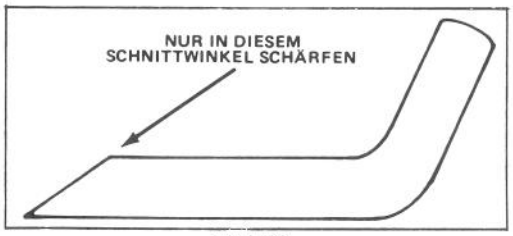

Bild 23
6. SCHÄRFEN DES MESSERS – Mit einer Feile die Oberkante des Messers schärfen und dabei den ursprünglichen Schnittwinkel einhalten (Bild 23). Das Messer bleibt, ausgewuchtet, wenn von beiden Schnittkanten gleichviel Material abgetragen wird.